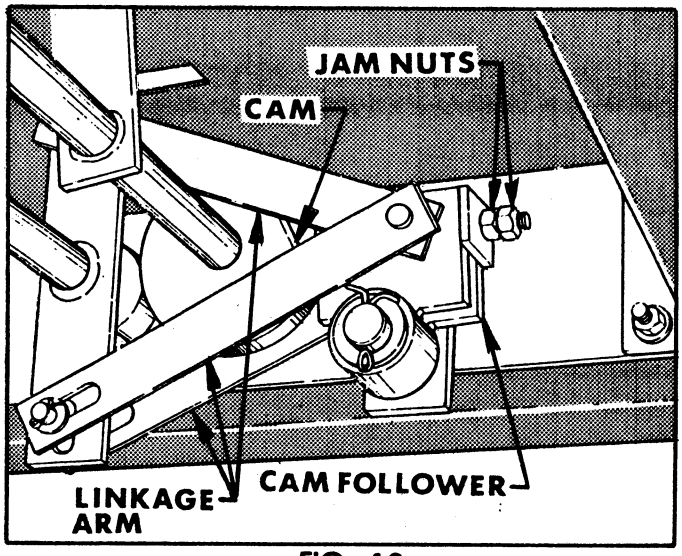

FIG. 10
- Check for any damage to the Roller or Linkage Arms (see FIG. 10). If there is no damage, check to be sure that the Roller is making contact with the round portion of the Cam, if it is not...
- Tighten the jam nuts on the Cam Follower (a quarter- turn at a time) until the Linkage Arms are "snug", but not so tight as to cause the Cam to exert excessive pressure on the Roller. See FIG. 10.